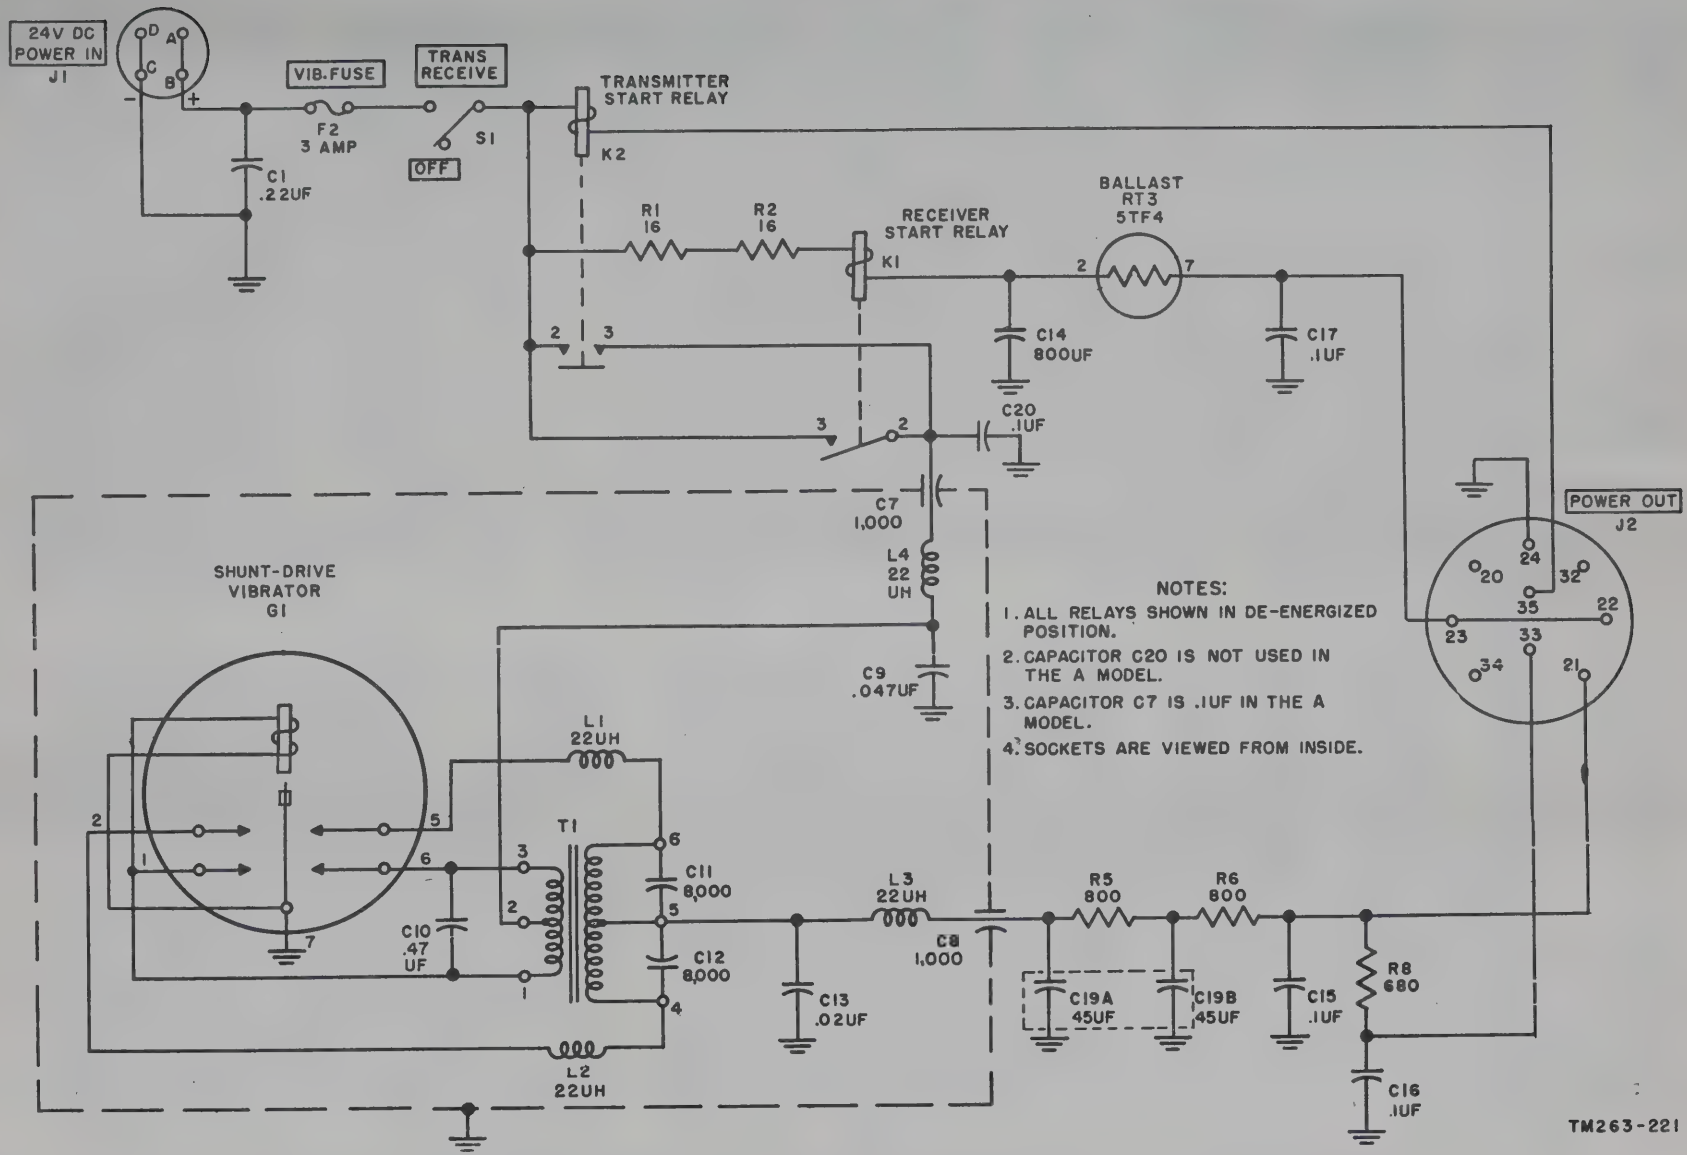

Figure 106. Dynamotor-Power Supply DY–105/GRC–9X, vibrator, transmitter start, and receiver filament circuit.
157. Receiver Filament Supply of Dynamotor-Power Supply DY–105/GRC–9X (fig. 106)
158. Receiver Plate and Screen Supply of Dynamotor-Power Supply DY–105/GRC–9X (fig. 106)
a. Closed contacts 2 and 3 of K2 apply battery power to the vibrator section of the dynamotor power supply (fig. 106). The 105-volt output is applied to the transmitter through terminal 21 of J2, terminal 57 on J102 (fig. 94), and closed contacts of keying relay K101.